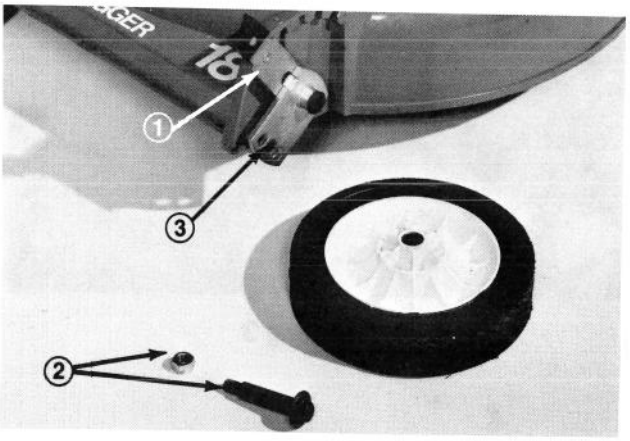

Afbeelding 8
2. Plaats de duim tegen de maaihoogte-afsteller en de vingers aan de buitenkant van het wiel (Afb. 8).
1. Zet de maaihoogte afsteller op "E" van de maaihoogtestand. Verwijder de wielbout en verwijder het wiel van de klamp (Afb. 8).
2. Bevestig het wiel en de wielbout in het bovenste gat van de klamp (Afb. 8).